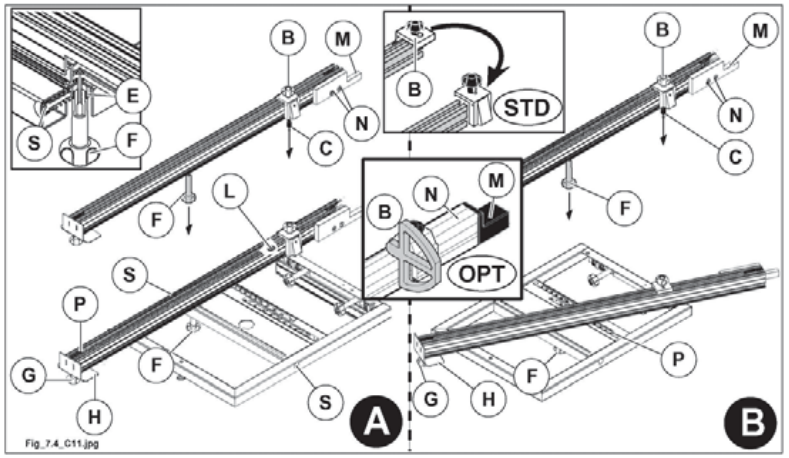

Abb. 7.4
- Das Teleskoplineal so positionieren, dass der Stift (C Abb. 7.4) an der Stellleiste (L Abb. 7.4) anschlägt; die Stelleiste (L Abb. 7.4) ist von unseren Technikern eingestellt und dient zur schnellen Positionierung der Teleskopschiene im richtigen Abstand zum Sägeblatt (nur in 90°- Position).
- Das Teleskoplineal so positionieren, dass der Stift (E Abb. 7.4) an die Vorrichtung (S Abb. 7.4) anlegen.
- Den Kugelgriff (F Abb. 7.4) anziehen.
- Zum Gebrauch positionieren Sie den Anschlag (B Abb. 7.4) auf dem Schild (P Abb. 7.4) aufzulegen.
- Das Lineal zum Gebrauch gemäß den Angaben auf dem Schild (P Abb. 7.4)positionieren.
Das Lineal weist einen Teleskopauszug (H Abb. 7.4) auf, der falls erforderlich nach dem Lösen des Knaufes (G Abb. 7.4) ausgezogen werden kann.
Wenn der Splitterschutz (M Abb. 7.4) abgenutzt ist, ist er durch Lockern der Schrauben (N Abb. 7.4) an das Sägeblatt heranzuführen.
Das Teleskoplineal wird mit den Anschlägen (B Abb. 7.4) geliefert. Diese können schnell für aufliegende oder schiebende Bearbeitungen positioniert werden, indem sie vom Lineal abgezogen und auf der entgegengesetzten Seite montiert werden.
Das Teleskoplineal wird mit den Anschlägen (B Abb. 7.4) geliefert. Diese können rasch für Bearbeitungen mit Anlehnen oder mit Schub positioniert werden, indem man sie einfach umdreht.